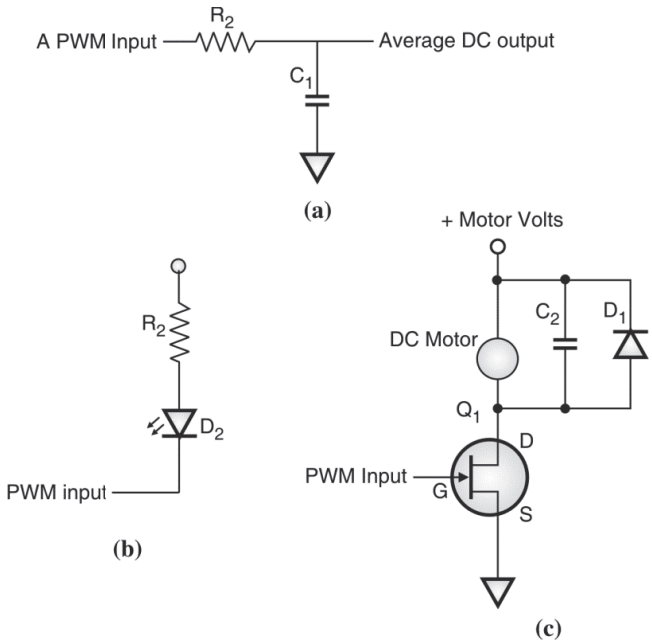

Fig. 4.28.1 : Use of PWM output
- A RC circuit provides filtering and gives the average DC voltage proportional to the count as shown in Fig. 4.28.1(a). The Fig. 4.28.1 (b) shows how it can be used to turn on a LED and then to control its intensity by varying the voltage (inversely proportional) across it. The Fig. 4.28.1 (c) shows how it can be used to turn on a DC motor and then to control its speed by varying the voltage across it.